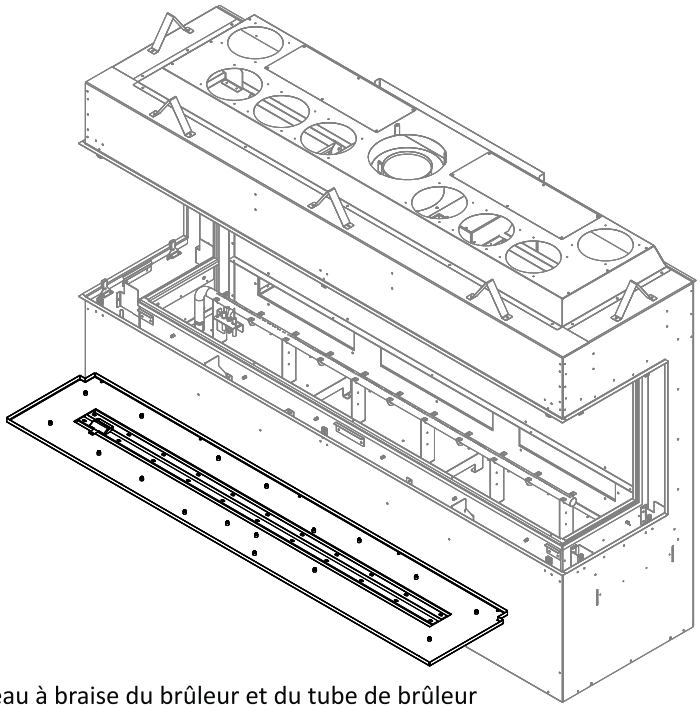

Figure 4.15 - Retrait du plateau à braise du brûleur et du tube de brûleur
4. Retirez toutes les vis à métal autour du périmètre du plateau à braises du brûleur et toutes les vis à métal le long du centre du tube de brûleur. Retirez du foyer le plateau à braises du brûleur et le tube de brûleur. Figure 4.15.